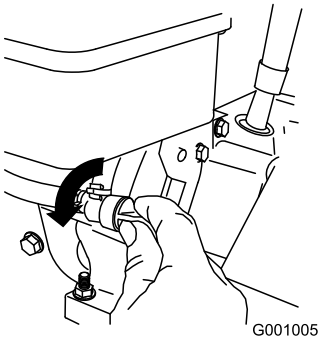

Figur 21
3. Drei drivstoffavstengningsventilen mot klokken for å åpne den (Figur 21).